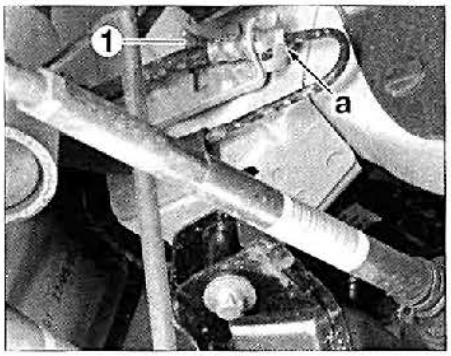

FIG. 7
• Separar el rácor tubo en "a" **(fig. 7).**